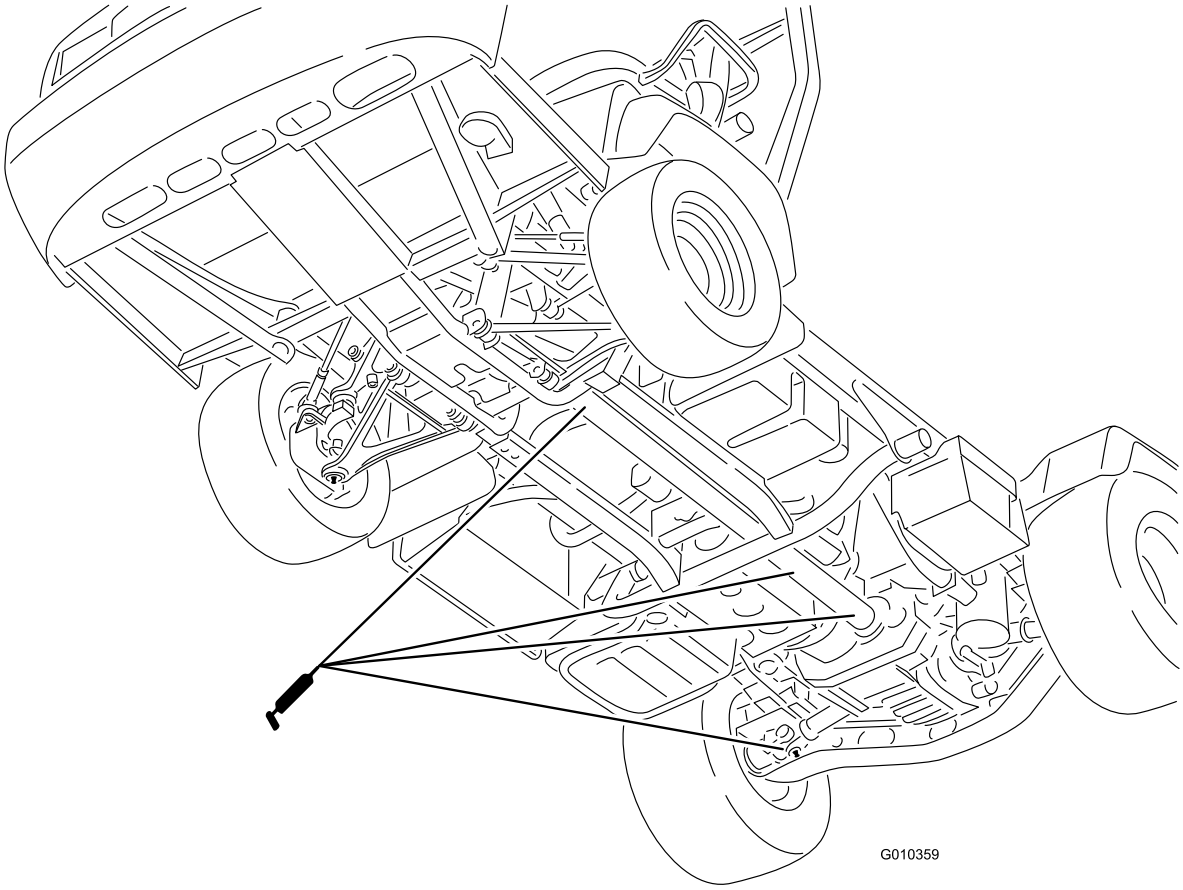

Figur 42
- U-leder (18) och drivaxlar för fyrhjulsdrift (3) enligt Figur 42